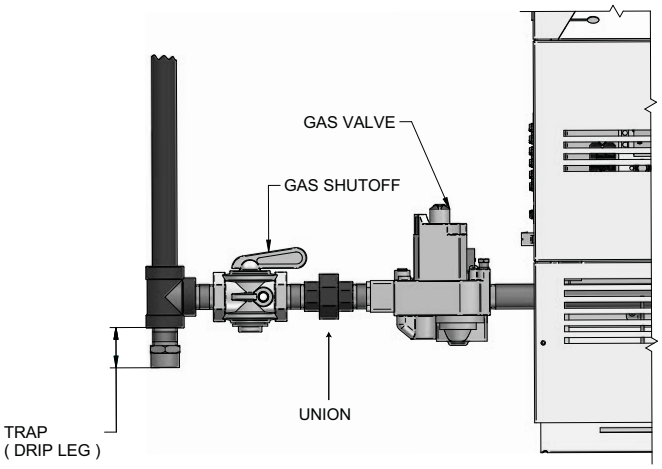

Figure 3-1_*Gas Line Connection*
3. Installation of a union is suggested for ease of service, see FIG. 3-1 on page 20.
5. A trap (drip leg) **MUST** be provided by the installer in the inlet of the gas connection to the appliance, see FIG. 3-1 on page 20.
All gas connections must be made with pipe joint compound resistant to the action of liquefied petroleum and natural gas. All piping must comply with local codes. Tubing installations must comply with approved standards and practices. Reference FIG. 3-1 for a typical installation.